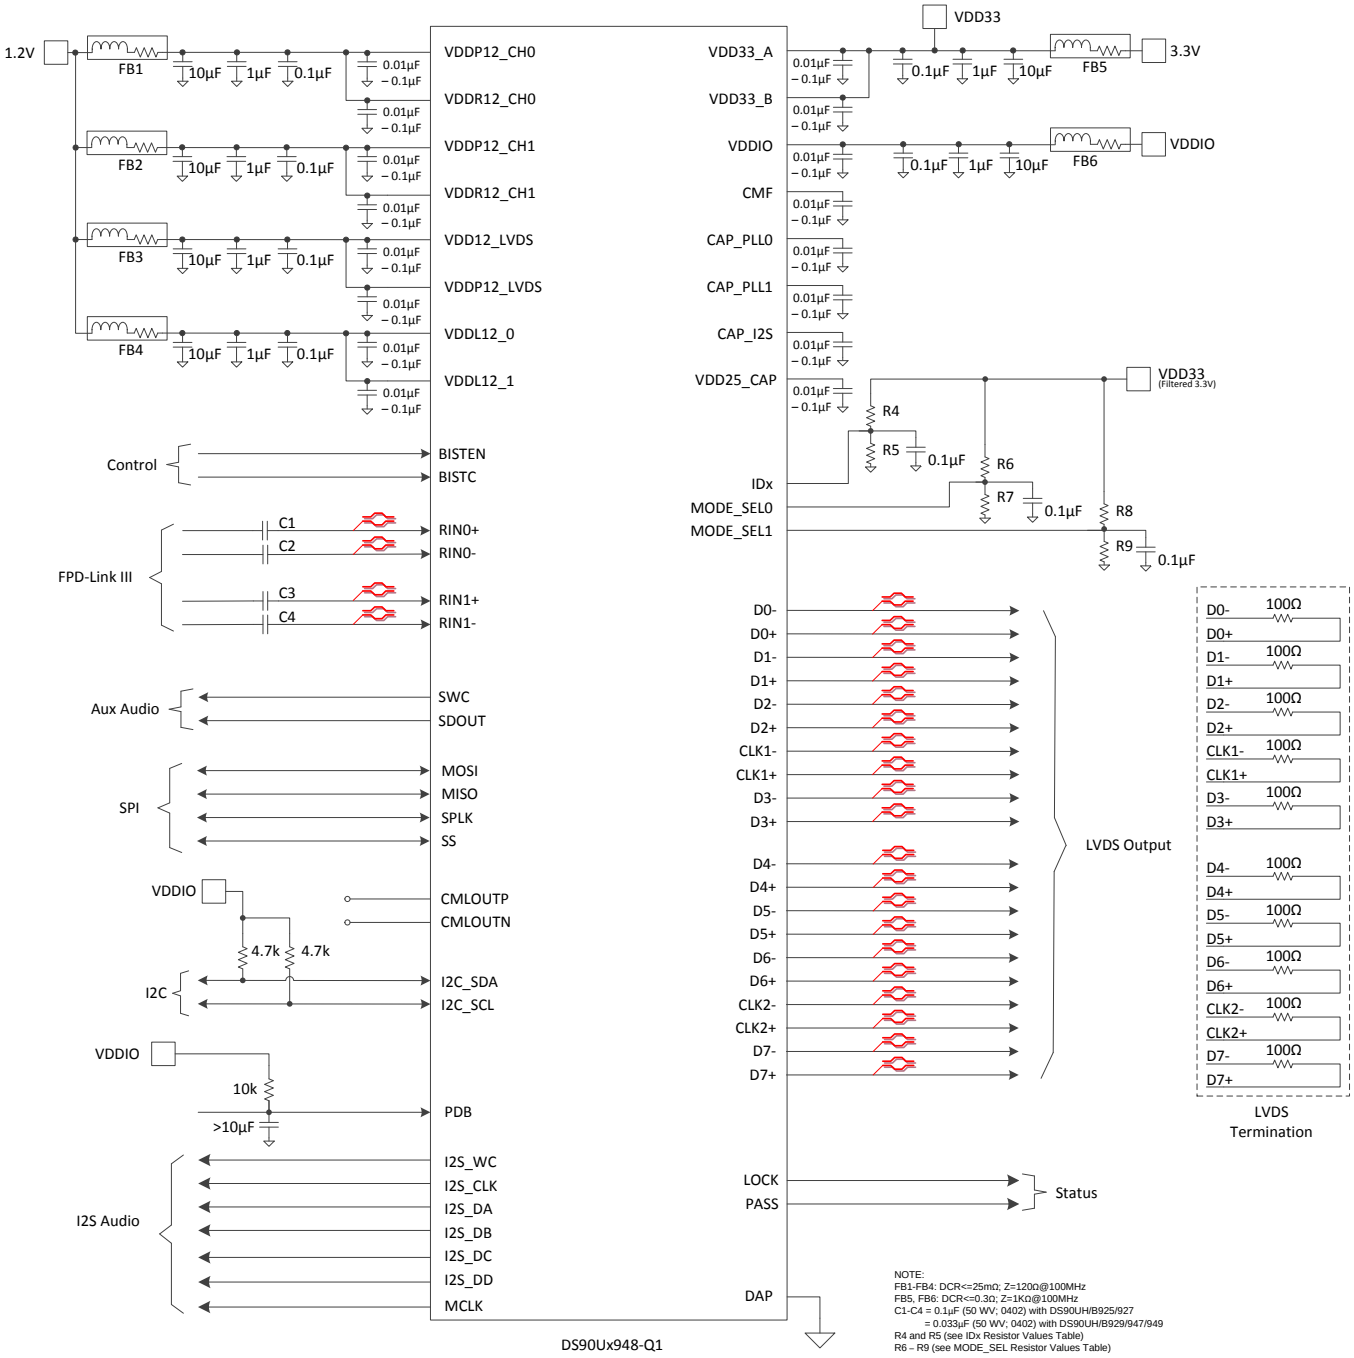
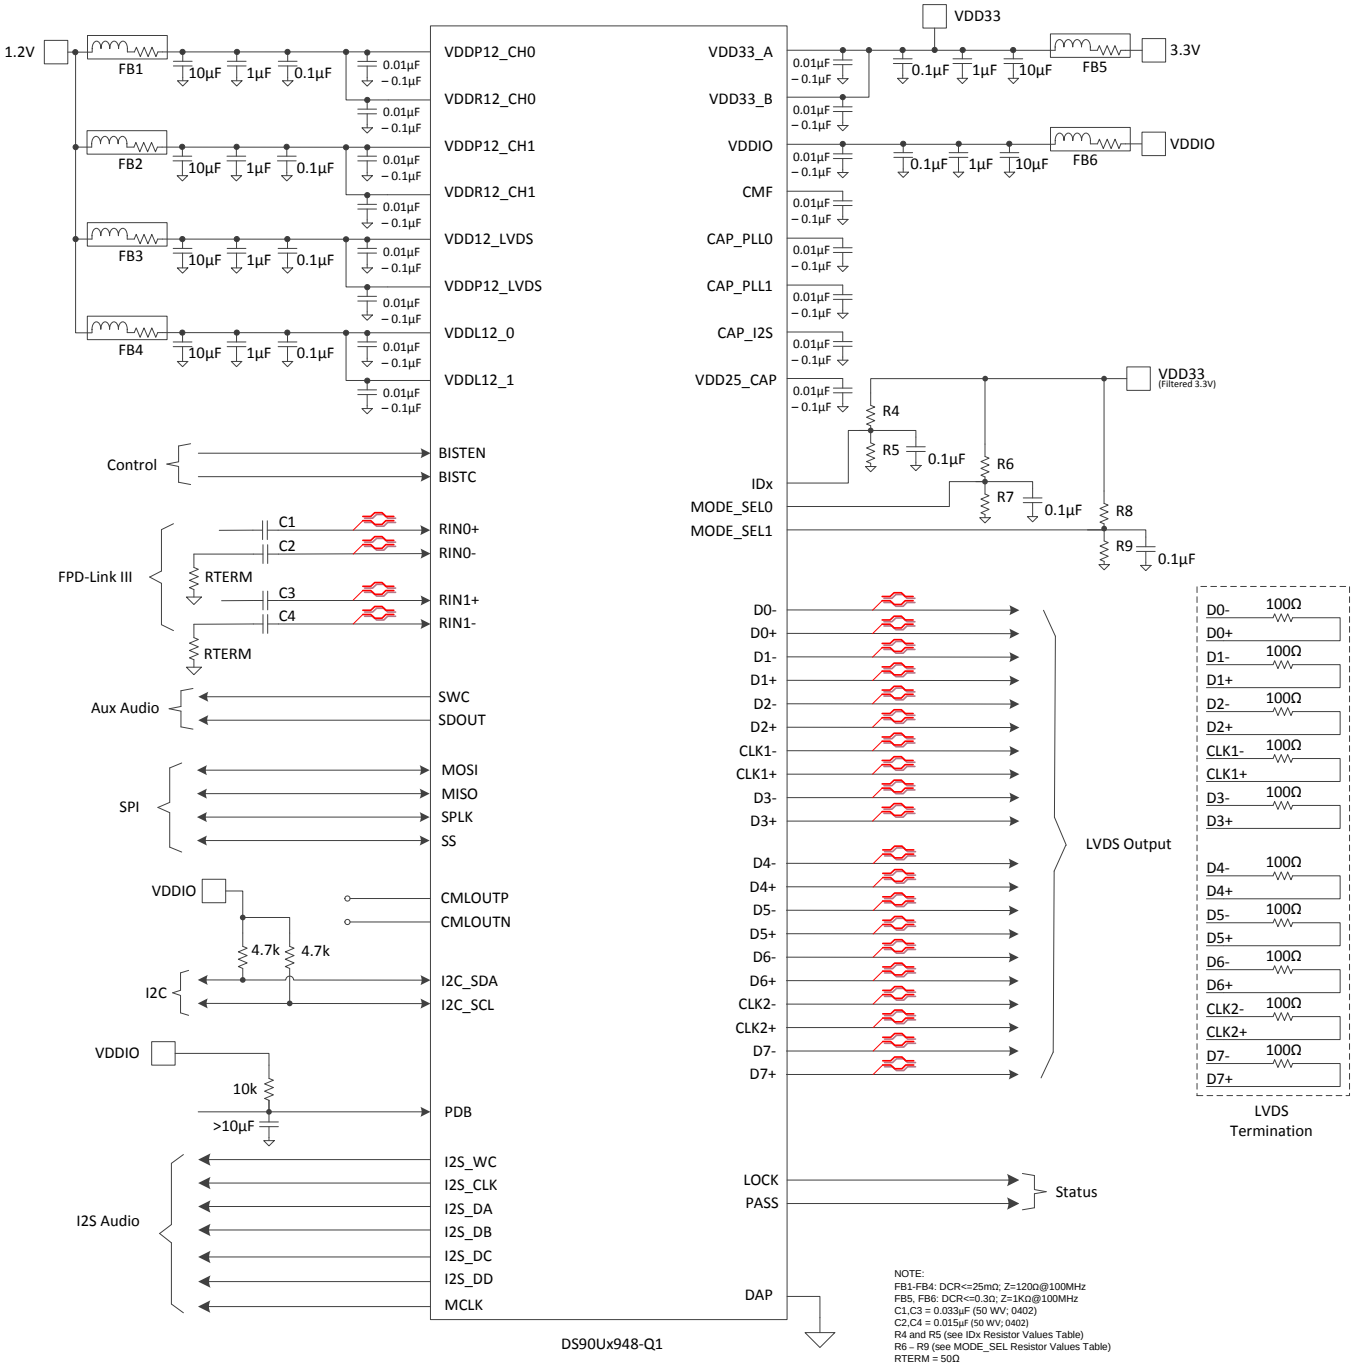

Figure 44. Typical Connection Diagram (STP)
Figure 45. Typical Connection Diagram (Coax)
Bypass capacitors should be placed near the power supply pins. At a minimum, four (4) 10µF capacitors should be used for local device bypassing. Ferrite beads are placed on the two sets of supply pins (VDD33 and VDDIO) for effective noise suppression. The interface to the graphics source is LVDS. The VDDIO pins may be connected to 3.3V or 1.8V. A capacitor and resistor are placed on the PDB pin to delay the enabling of the device until power is stable. See Figure 44 for a typical STP connection diagram and Figure 45 for a typical coax connection diagram.